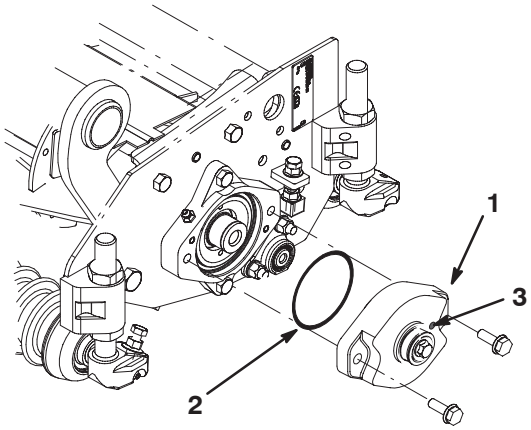

Figure 4
4. Mount new main roller brush housing and previously removed O–ring to reel bearing housing with (2) M10–1.5 x 30mm flange bolts (15mm wrench) or 3/8–16 x 1–1/4" lg (9/16 wrench) depending on serial number (Fig. 4). Main roller brush housing to be positioned so threaded hole is to the rear of cutting unit.